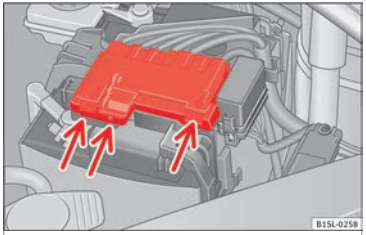

Fig. 172 In the engine compartment: Remove the cover from the vehicle's battery.
- Press on the tabs **»» Fig. 172** (arrows) in the direction of the arrows and lift the battery cover up.